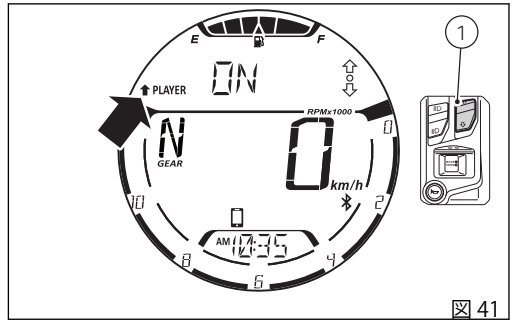

図 41
音楽プレーヤーを起動 (ON) した後で別の機能に切り替えるために一旦プレーヤー操作から出た場合、再び音楽プレーヤー操作に戻るには、メニューに “音楽プレーヤー操作 (PLAYER)” 機能を表示してからボタン (1) を 2 秒間押してください (図 41)。